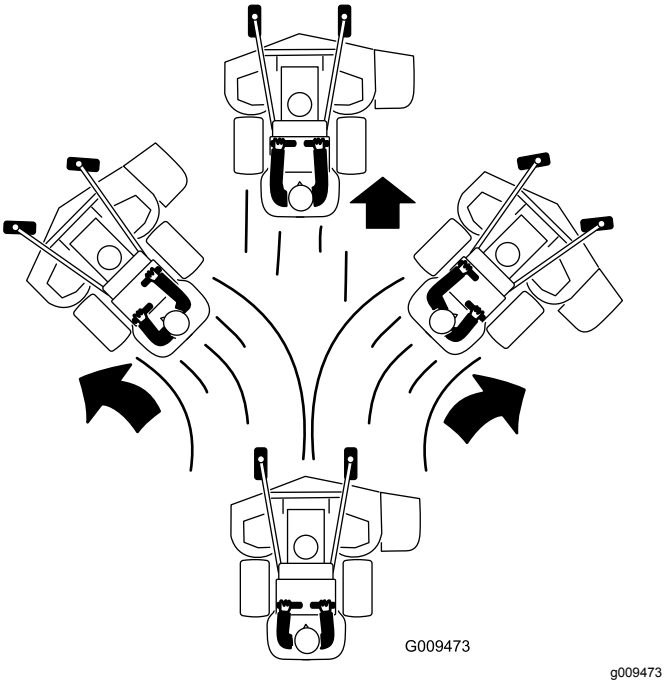

Bild 19
4. Schieben Sie die Fahrantriebshebel langsam nach vorne (Bild 19).